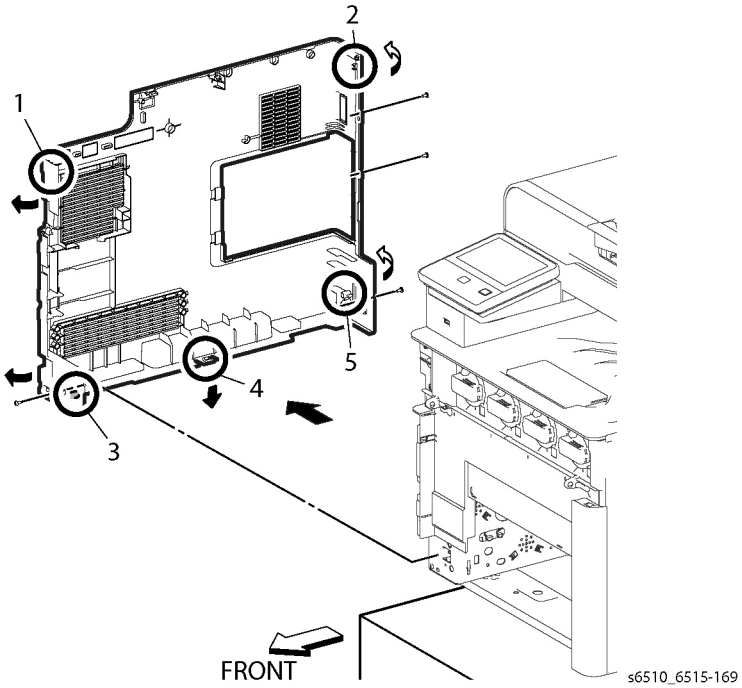

Figure 1 Remove the Left Side Cover (MFP)
9. Refer to Figure 1 to remove the four screws (silver, M3x6mm) attaching the Left Side Cover.